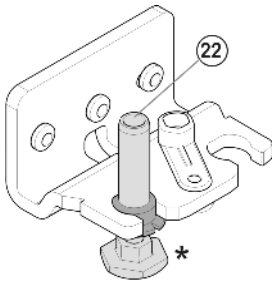

Fig. 6
- Снова слегка наклоните устройство назад и снова установите опорный палец *Fig. 6 (22)*. Зазубрина должна быть расположена спереди.